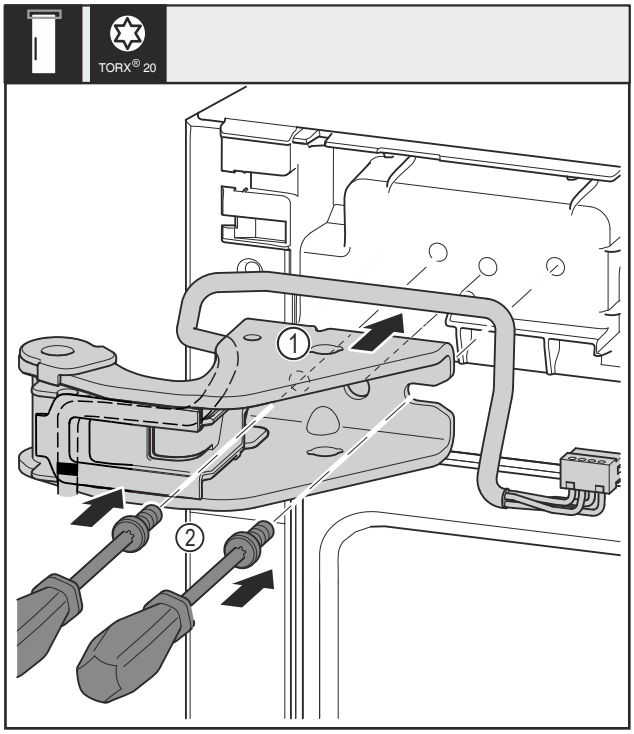

Fig. 21
▶ Oberen Lagerbock *Fig. 21 (1)* ansetzen.
▶ Schrauben *Fig. 21 (2)* mit Schraubendreher einsetzen und festdrehen.